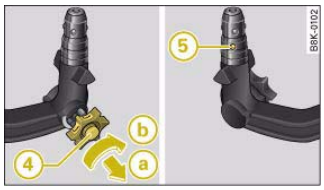

Fig. 210 Removable towing bracket: Setting the spring mechanism to the "ready" position
– Insert the key (4) ⇒ fig. 210 for locking the ball joint into the lock on the knob and turn it clockwise.